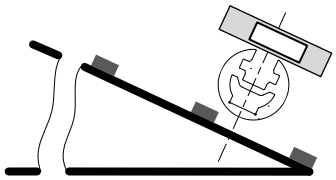

**Figure 08**
7. Set the groove of the holder tube section at right angles to the roof pitch (Figure 08).
> ⓘ **The holder tube section must be aligned at right angles to the roof surface, as otherwise, it will be very difficult or even impossible to move the collector (Figure 08).**